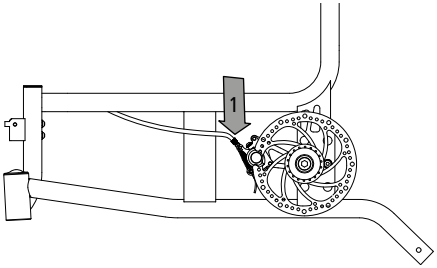

afb. 31
1. Voor een gelijkmatig remwerking wordt de remkracht ingesteld met de bijbehorende stelbout (linker remcilinder / rechter remcilinder) (1, afb. 31).